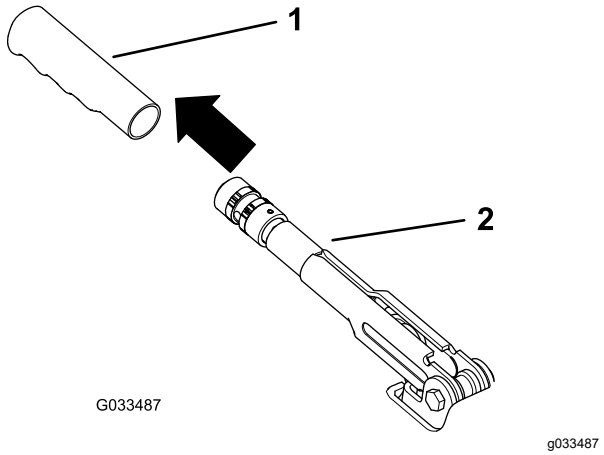

Figura 58
1. Retire la empuñadura de goma de la palanca del freno de estacionamiento (Figura 58).
5. Instale la empuñadura de goma en la palanca del freno de estacionamiento (Figura 58).